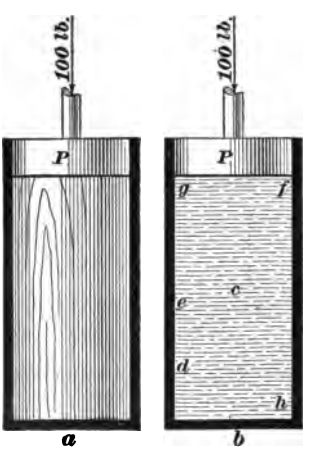
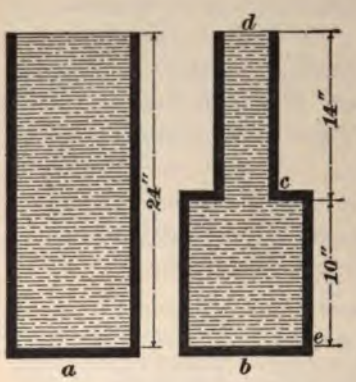
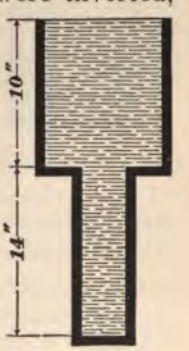
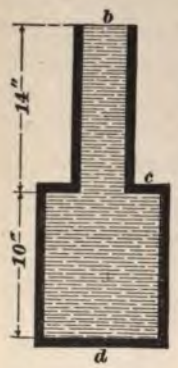

FIG. 1.
FIG. 3.
FIG. 4.
FIG. 5.
3. **Hydrostatic Pressure.**—Fig. 1 represents two cylindrical vessels of exactly the same size. The vessel *a* is fitted with a wooden block of the same size as, and free to move in, the cylinder; the vessel *b* is filled with water, whose depth is the same as the length of the wooden block in *a*. Both vessels are fitted with air-tight pistons *P*, each of whose areas are 10 square inches.
If this pressure were to be obtained by means of a weight placed on each piston (as shown in Fig. 1 at a and b), we would have to put a weight of $6 \times 6 \times 10 = 360$ pounds on the piston in vessel a, Fig. 3, and one of $2 \times 2 \times 10 = 40$ pounds on the piston in vessel b.
10. Suppose that the vessel *b*, in Fig. 3, were inverted, as shown in Fig. 4, the pressure on the bottom would still be .868 pound per square inch, but it would require a weight of 3,490 pounds on a piston at the upper surface to make the pressure on the bottom 391.25 pounds, instead of a weight of 40 pounds, as in the other case.
11. Upward Pressure.—In Fig. 5 is represented a vessel of exactly the same size as that shown in Fig. 4. There is no upward pressure on the surface *c* due to the weight of the water in the large part *c d*, but there is an upward pressure on *c* due to the weight of the water in the